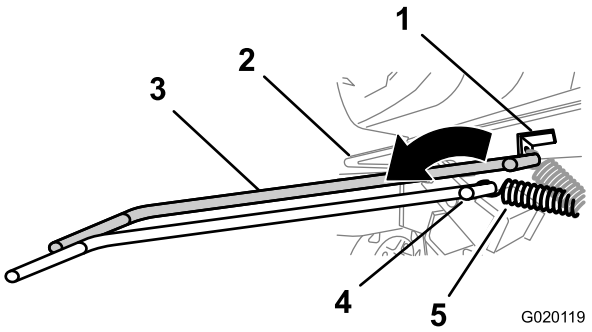

Figure 60
6. À l'aide d'un outil de dépose de ressort (réf. Toro 92-5771), déposez le ressort de la patte d'ancrage sur le plancher moteur (Figure 60).
7. À l'aide d'un outil de dépose de ressort (réf. Toro 92-5771), reposez le ressort de tension sur la patte d'ancrage sur le plancher moteur (Figure 60).